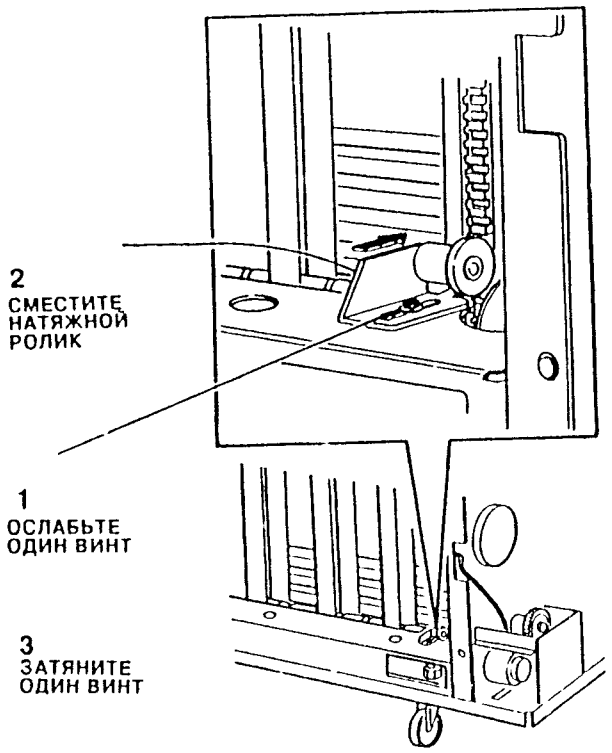

Рис. 1. Натяжение ремня
1. Сместите устройство натяжения индексного ремня до упора в сторону индексного ремня (смотрите Рис. 1).